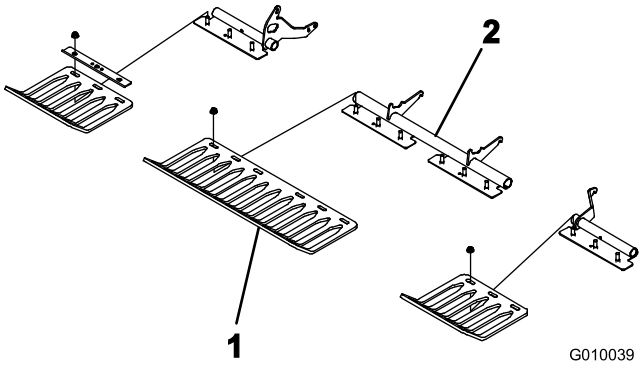

Rysunek 23
3. Luźno zamocuj osłony od darni do wsporników osłon za pomocą czterech zacisków osłon od darni i 12 nakrętek kołnierzowych (Rysunek 23). Nie dokręcaj elementów mocujących.
Informacja: Zaciski osłon od darni i nakrętki kołnierzowe są na czas transportu mocowane do wsporników osłon (Rysunek 23).